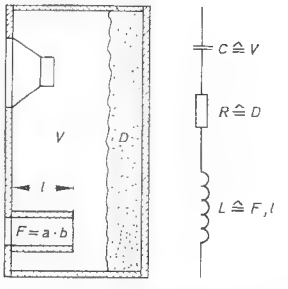

Bild 17. Baßreflexbox mit dem dazugehörigen Ersatzschaltbild
Diese Gehäuseform (Bild 17) ist häufig anzutreffen. Sie besteht aus einem Kasten mit den Innenmaßen A, B und C, an dessen Vorderseite der Tieftonlautsprecher angebracht ist. Eine zweite Öffnung mit der Fläche F befindet sich an anderer Stelle, meistens auch vorn.
Eine Baßreflexbox nach Bild 17 hat das Volumen $V = A \cdot B \cdot C = 0{,}4 \cdot 0{,}5 \cdot 1 = 200 \cdot 10^{-3}\,\mathrm{m}^3$. Die zweite Öffnung hat die Fläche $F = 0{,}05 \cdot 0{,}12 = 6 \cdot 10^{-3}\,\mathrm{m}^2$. Der Rohrstutzen ist $l = 0{,}2\,\mathrm{m}$ lang. Die Eigenfrequenz (Helmholtz-Frequenz) beträgt nach Gl. (34)